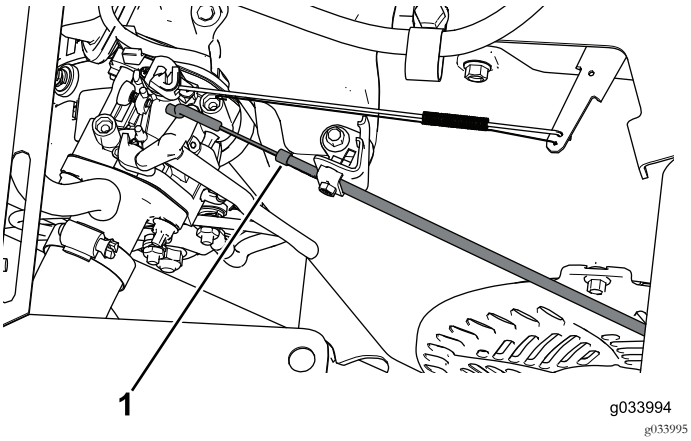

Figura 11
5. Desconecte el cable del estárter del motor (Figura 11).